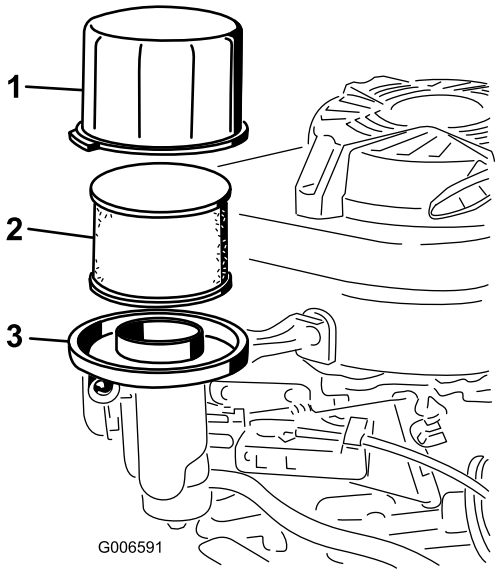

Рисунок 22
3. Снимите крышку и тщательно очистите ее (Рисунок 22).
4. Снимите фильтр предварительной очистки из вспененного материала и бумажный фильтр (Рисунок 22).
5. Снимите фильтр предварительной очистки из вспененного материала с бумажного фильтра (Рисунок 22) и замените бумажный фильтр, если он сильно загрязнен.
6. Переверните машину так, чтобы воздушный фильтр был направлен вверх, чтобы слить масло в сливной поддон (Рисунок 22).